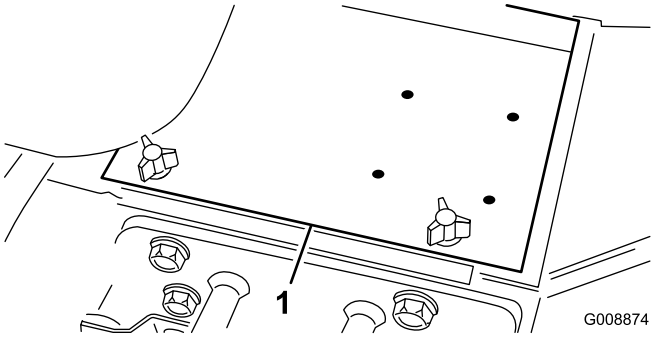

Figur 4
3. Fjern batterideksIet (Figur 4).